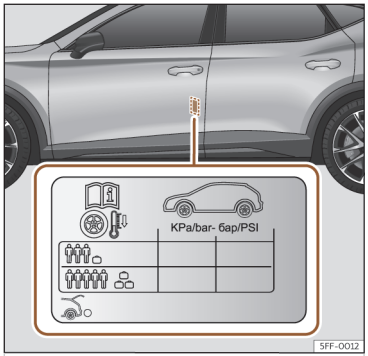

Fig. 221 Ubicación del adhesivo de la presión de inflado de los neumáticos.
- Adapte la presión de los neumáticos a la carga que lleva el vehículo ››› fig. 221.
Los valores de la presión de inflado se indican en la etiqueta adhesiva situada en la zona posterior del marco de la puerta delantera izquierda ››› fig. 221.
La presión de los neumáticos se debe adaptar a la carga actual del vehículo. Si el vehículo va a ir cargado al máximo, debe aumentar la presión de inflado al valor máximo de carga indicado en la etiqueta adhesiva ››› fig. 221.
En el caso de una rueda de emergencia minimizada (125/70 R16 o 125/70 R18), inflar a 4,2 bar de presión según se indica en la etiqueta de presión de los neumáticos ››› fig. 221.
- **El conductor es responsable de que todos los neumáticos del vehículo estén inflados a la presión correcta. La presión de inflado recomendada viene indicada en un adhesivo ››› fig. 221.**
- **Con los neumáticos en frío, deberá mantenerse siempre la presión indicada en el adhesivo ››› fig. 221.**